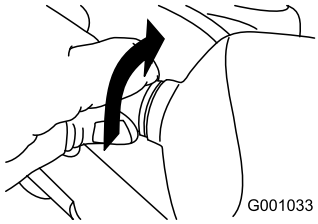

Figuur 53
2. Draai de voet van de lamp linksom tot hij niet verder kan (Figuur 53).